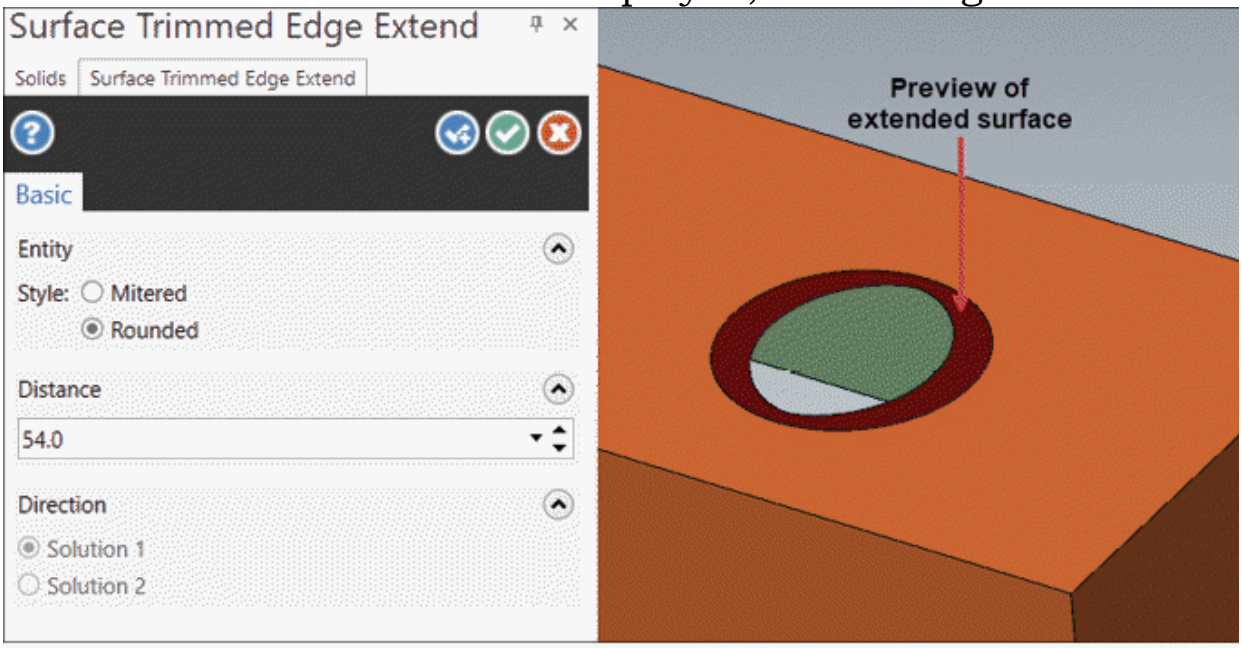

Figure-54. Preview of extended surface at edge
- Click on desired side or press **ENTER** to use full edge. Preview of extended surface will be displayed; refer to Figure-54.